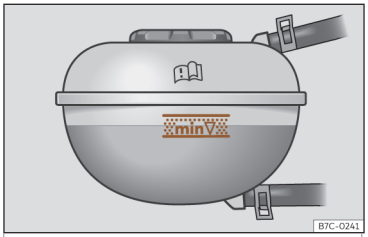

Fig. 199 En el vano motor: marca en el depósito de expansión del líquido refrigerante.
– Lea el nivel del líquido refrigerante en el depósito de expansión del mismo. Con el motor en frío, el nivel de refrigerante debe quedar entre las marcas››› **fig. 199** . Con el motor caliente, el nivel también puede quedar un poco por encima de la marca superior.